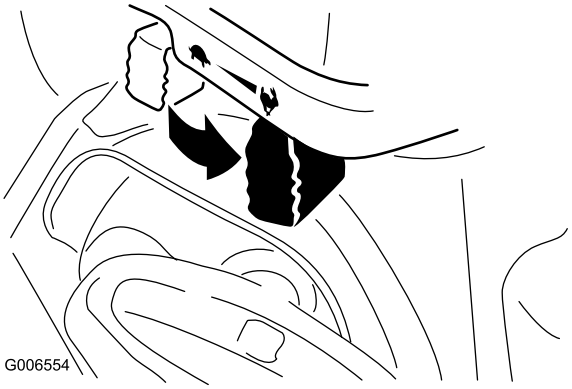

Figur 29
6. Flytta gasreglaget till det snabba läget (Figur 29).